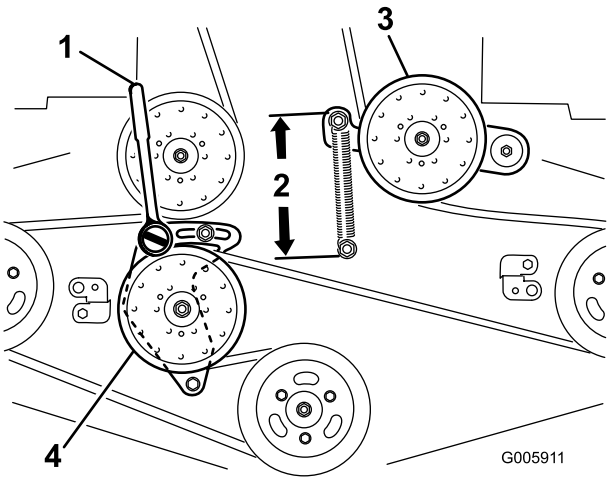

Figur 64
6. Lossa den fasta mellandrevsarmen och justera den för att minska remspänningen (Figur 64).
9. Sätt i en spärrhake med kort förlängning eller en stång i det fyrkantiga hålet på den fasta mellandrevsarmen (Figur 64).
11. Öka remspänningen genom att vrida spärrhaken eller stången moturs så att den fasta mellandrevsarmen flyttas tills det är ett avstånd på 16,5 cm mellan fjäderkrokarna (Figur 64).